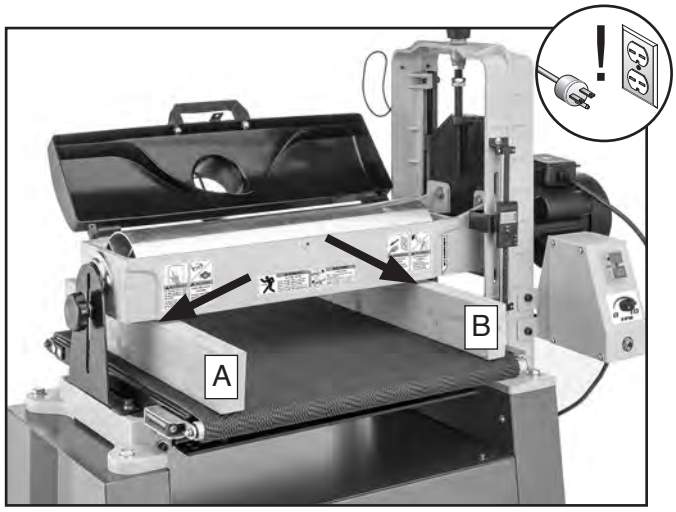

Figure 66. Example of gauge blocks placed under drum.
3. Remove sandpaper from drum and place gauge blocks as shown in **Figure 66**.
6. Starting at A board (see **Figure 66**), find largest size feeler gauge that can pass between drum and your gauge block. (Feeler gauge should slide with moderate resistance, without forcing drum to roll.)